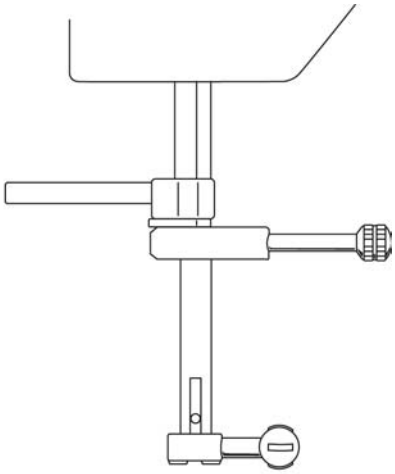

Fig. 3b
- Turn the handwheel in sewing direction until the needle-rise clamp rests on the spacer (fig. 3b).